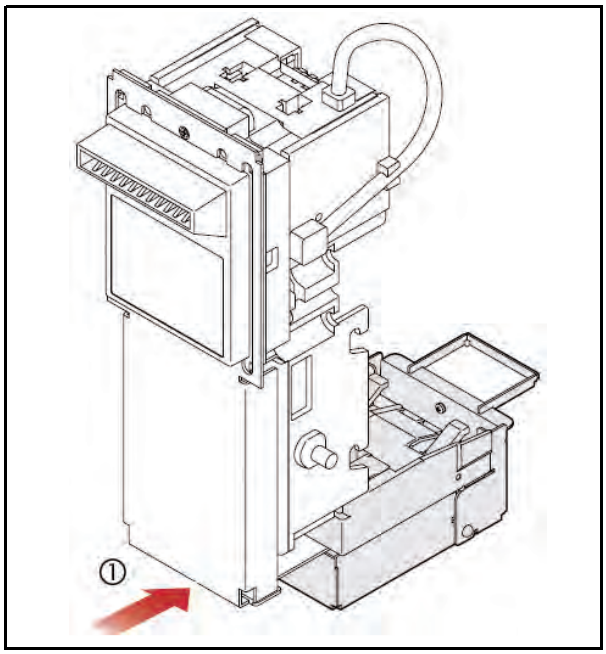

Figure 2-16 Mounting DBV onto Lock Module
3. Turn the DBV-30X unit upside down and slide it backward until it firmly locks onto the Lock Module Assembly (See Figure 2-16 ①).